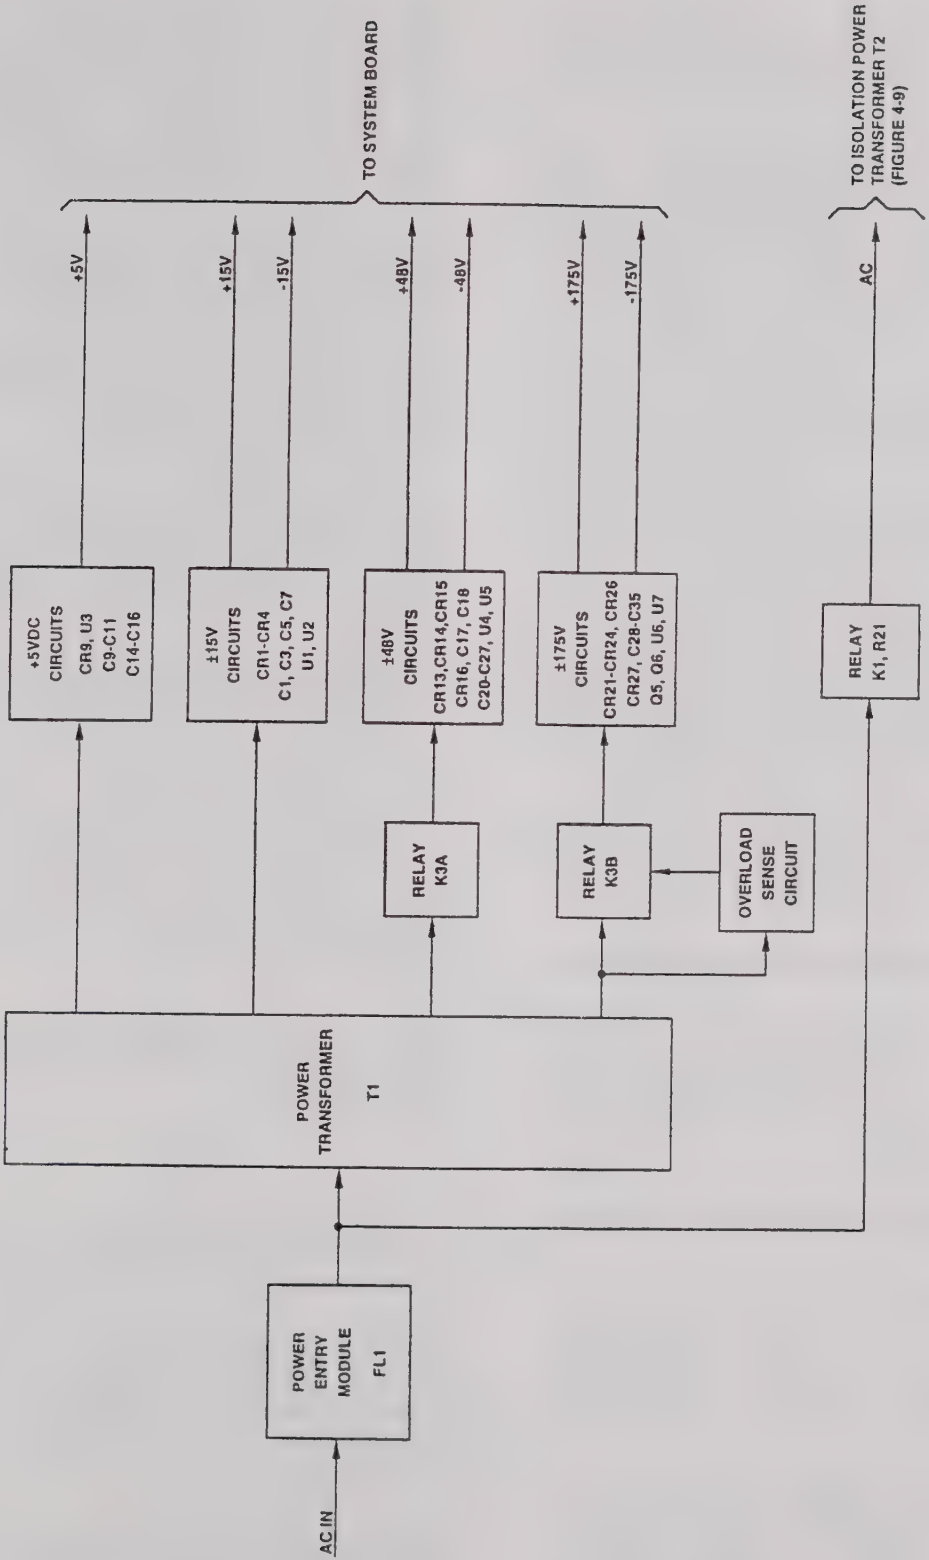

Figure 4-8. Main Power Supply Board, Block Diagram
4.4.5 **MAIN POWER SUPPLY BOARD (Figure 4-8, 7-5)**